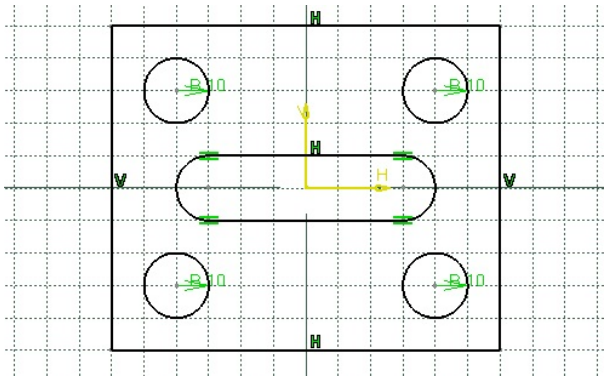

Figure 2-52 *The final sketch*
15. Similarly, draw the other two circles. The coordinates of the center point of the other two circles are -40, 30 and -40, -30, respectively. The final sketch, with the display of constraints turned on, is shown in Figure 2-52.